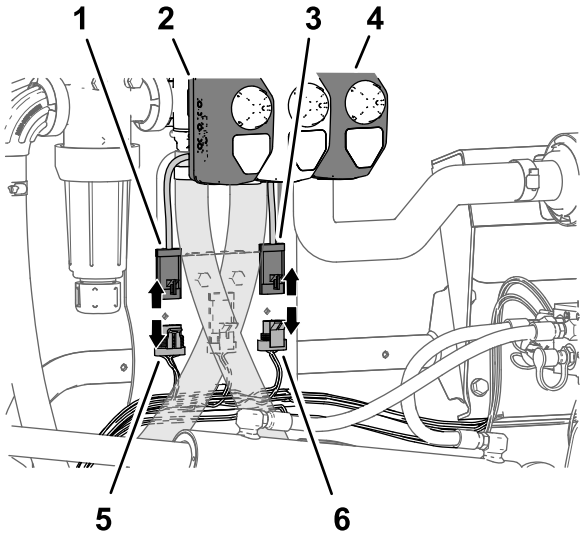

Rysunek 32
2. Odłącz złącze 4-stykowe gniazdowe wiązki przewodów maszyny oznaczone ZAWÓR REGULACJI DAWKI od złącza 4-stykowego siłownika zaworu regulacji dawki (Rysunek 32).
3. Odłącz złącze 3-stykowe gniazdowe wiązki przewodów maszyny oznaczone GŁÓWNY ZAWÓR ZRASZANIA od złącza 3-stykowego siłownika głównego zaworu zraszania (Rysunek 32).